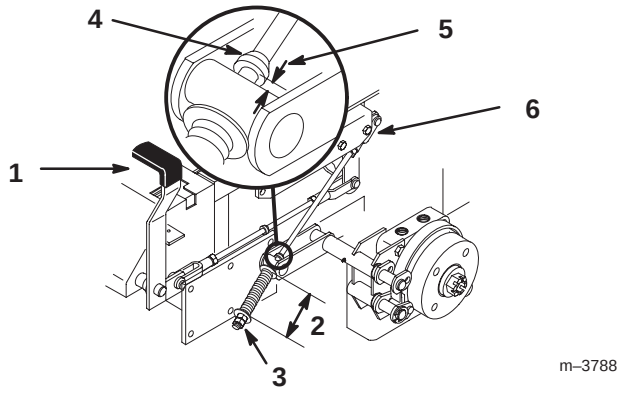

Figure 58
2. Mesurez la longueur du ressort. Les rondelles doivent être distantes de 70 mm (2-3/4”) (Fig. 58).
3. Si un réglage est requis, desserrez l’écrou de blocage situé sous le ressort et serrez l’écrou directement au-dessous de la chape (Fig. 58). Vissez l’écrou jusqu’à ce que le ressort ait la longueur voulue. Serrez les deux écrous ensemble et répétez la procédure de l’autre côté de la machine.
6. Mesurez la distance entre le galet de tourillon et le collier sur la tige de frein. Elle doit être comprise entre 5 et 7 mm (3/16 et 1/4”) (Fig. 58).
7. Si un réglage est requis, desserrez l’écrou de blocage situé juste au-dessous de la chape. Tournez la tige inférieure jusqu’à obtention de l’écart voulu (Fig. 58). Serrez l’écrou de blocage à la chape.